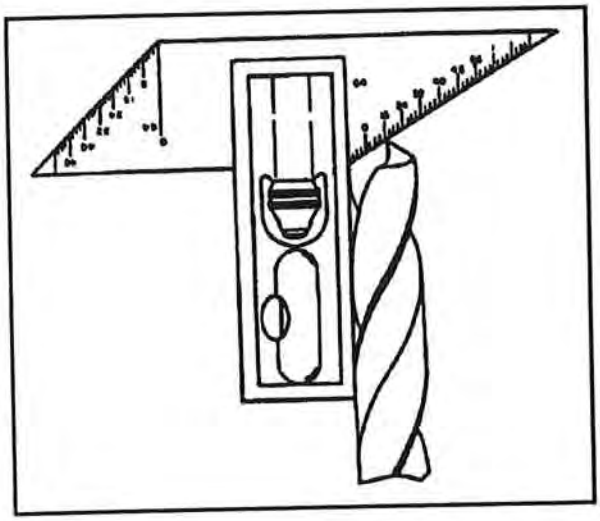

Figure 3-20. Drill grinding gage
- Drill grinding gage – used to determine the angle of the cutting lips of a drill bit (Figure 3-20). It is shaped like the letter T, with the ends of the T's crossbar cut off at an angle of 59°, the correct angle for the cutting lips of a drill. The edge of the gage is marked in 1/8-inch divisions to measure the length of the lips and the angle of the drill.